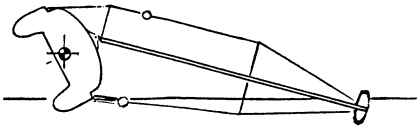
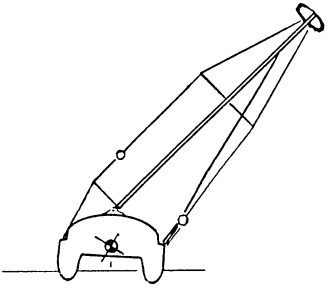

Fig. 3
Fig. 4
Am unten liegenden ehemaligen Leewant wird jetzt eine normale 4fach geschorene Talje zwischen diesem Auge und dem Deckspunt eingeschäkelt und dichtgesetzt. Dies wird wohl unter Wasser gemacht werden müssen, so daß eine Tauchermaske und ein „Naßbiber" zweckmäßig wären – es geht aber auch so, denn der Punkt liegt im allgemeinen nicht mehr als 1,5 m unter Wasser. Dann wird als Nächstes eine ähnliche Talje am „Luvwant" eingeschäkelt und der Wantenspanner gelöst. Wenn jetzt die Leetalje dicht geholt wird, ändert sich der Winkel zwischen Mast und Boot und der Schwerpunkt wandert senkrecht über den Auftriebspunkt (Fig. 3). Wenn er auf die andere Seite kommt, richtet sich das Boot auf und die andere Talje stellt sicher, daß sich der Mast mit aus dem Wasser hebt. Er kann mit Hilfe der beiden Taljen dann wieder sicher gesetzt werden (Fig. 4). Die Kräftebilanz z.B. für einen Iroquois könnte so aussehen:
Spreize vorgesehen werden muß (Fig. 4). Eine entschlossen zufassende Mannschaft sollte einen Iroquois mit der Methode in etwa 4 Stunden weitgehend unbeschädigt aufgerichtet haben.
g) Nur zwei Vorsegel am X-Y-Mast (eigene Versuche, Abb. 4)